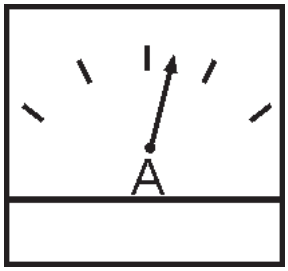

**Figura 56. Amperimetro (carga)**
19. Observe el amperímetro del generador (Figura 56) y verifique que muestre la cantidad anticipada de corriente con respecto a la carga. El amperímetro solo mostrará una lectura de corriente si una carga esta en uso.